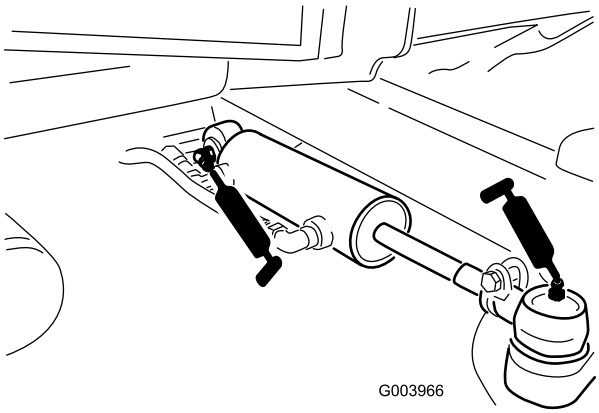

Figur 48
- Styretøjscylinderens kugleled (2) (Figur 48)